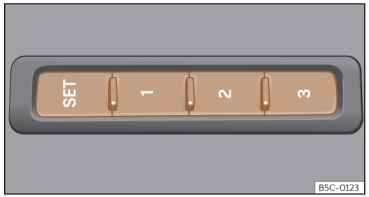

Abb. 95 Außen am Fahrersitz: Memorytasten
- Taste SET länger als 1 Sekunde drücken ››› (Abb. 95).